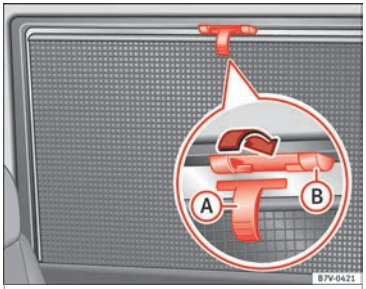

Bild 143 På fönstret på höger sida: soljalusi
- Dra soljalusierna i handtaget ››› **bild 143** Ⓐ upp till toppen.